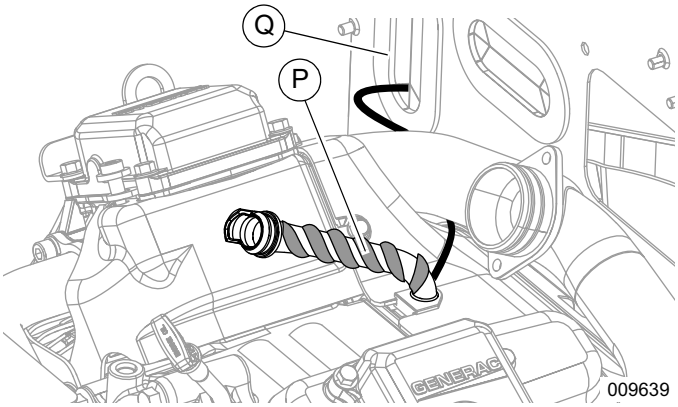

Figure 11. Wrapping the Breather Hose (500/1000 Series)
5. See ***Figure 11***. Wrap breather heater (P) around breather hose, evenly spaced as shown, with lead wires at the bottom. Wrap breather heater and hose with silicone tape (provided) to secure heater.